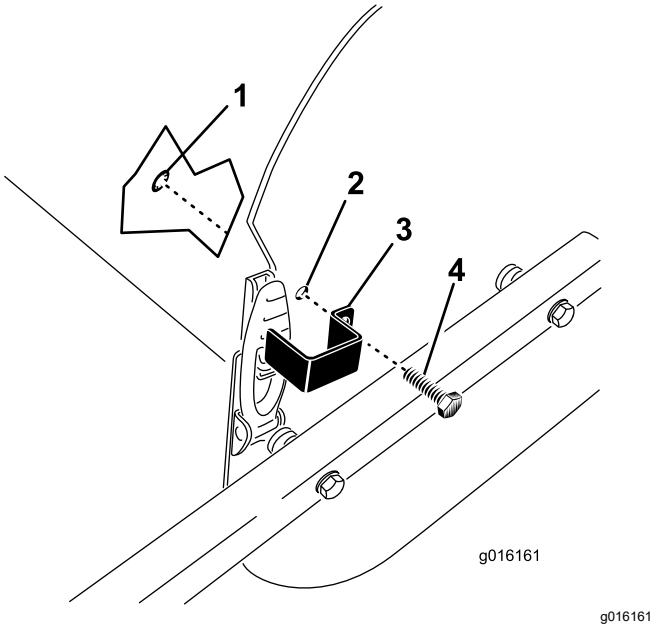

Bild 33
1. Positionieren Sie die Halteplatte über den Motorhaubenriegel und fluchten Sie gleichzeitig das Befestigungsloch mit dem Loch in der Seitenplatte aus (Bild 33).
2. Befestigen Sie die Halteplatte mit einer Gewindeschraube und einem Haltering an der Seitenplatte (Bild 33).